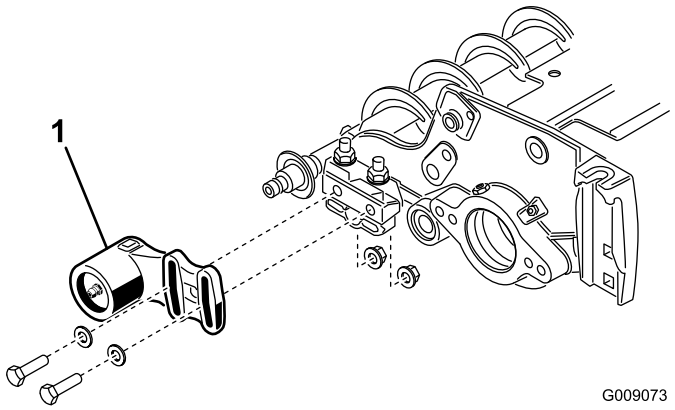
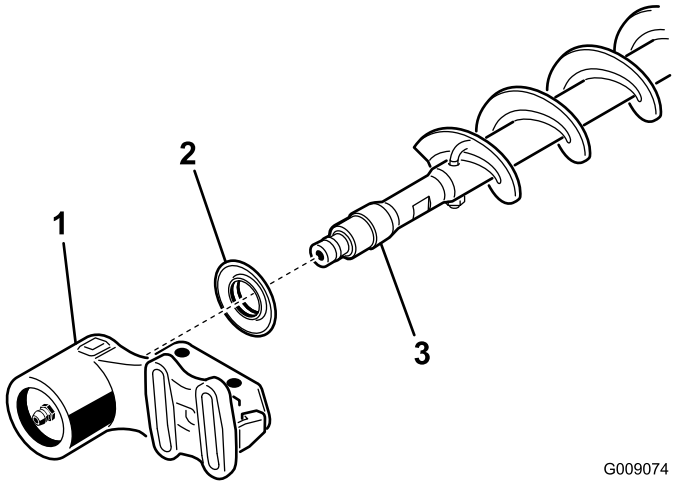

Figure 20
Figure 21
1. If a roller brush is installed on the cutting unit, remove the 2 bolts, washers and nuts securing the non-drive-bearing housing to the bearing-housing mounting bracket (Figure 20 and Figure 21).
2. Slide the non-drive-bearing housing and the excluder seal off the brush shaft (Figure 21).
9. Install the excluder seal and the non-drive-bearing housing onto the brush shaft (Figure 21).